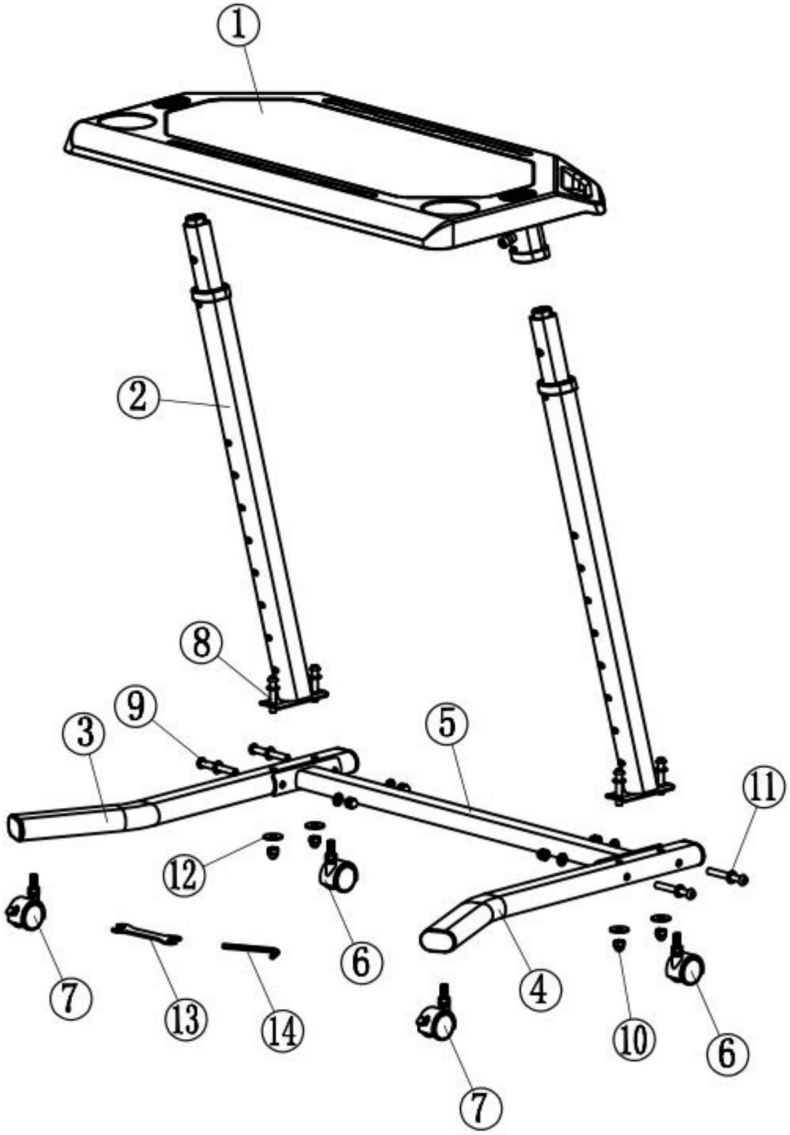

Fig 1
Étape 1 : Vérifiez le produit et les accessoires selon la figure 1.